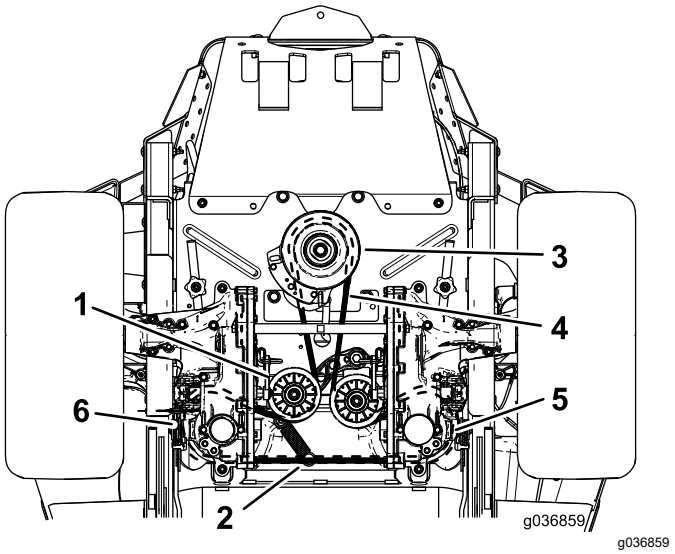

Figure 78
4. Soulevez la machine sur des chandelles (Figure 78).
6. Décrochez le ressort de la poulie de tension du tenon (Figure 78).
8. Placez une courroie neuve sur la poulie du moteur et les 2 poulies de la pompe hydraulique (Figure 78).